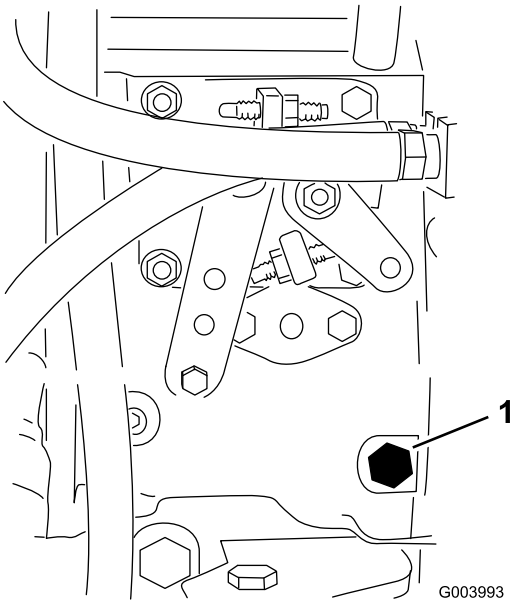

Figuur 33
3. Draai de ontluchtschroef op de brandstofinjectiepomp open (Figuur 33) met een 12 mm sleutel.